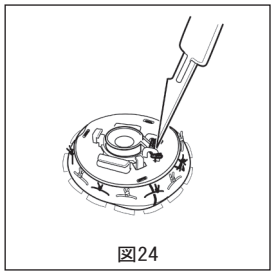

図24
7. ホルダ基部の青色の保持糸は、基部の前尖側の1か所で切ります。これによって交連ステントポストが開きます（図24）。